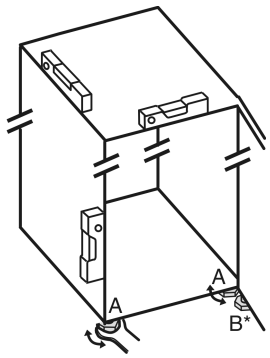

Fig. 6
▶ Stellfüße *Fig. 6 (A)* mit beiliegendem Gabelschlüssel und mit Hilfe einer Wasserwaage herausdrehen, bis das Gerät fest und ebenstehend ausgerichtet ist.
▶ Stellfuß *Fig. 6 (B)* am Lagerbock mit beiliegendem Gabelschlüssel herausdrehen, bis er auf dem Boden aufliegt.
▶ Stellfuß *Fig. 6 (B)* um 90° weiter drehen.